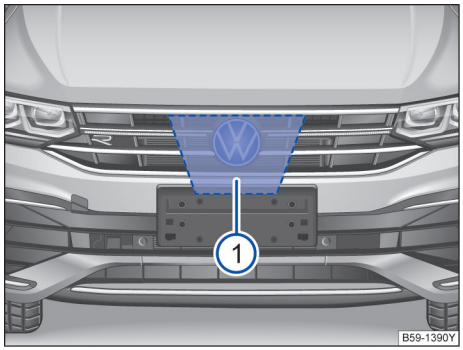

图 145 VW 标志后方的散热器格栅内：雷达传感器 ①
为探测交通情况，VW 标志后方的散热器格栅内安装有一个雷达传感器→图 145 ①。因此可识别最远约 100 m 的前车。
雷达传感器前方和四周的区域→图 145 不得被贴签、附加大灯、牌照装饰框或其他类似物体遮盖，因为这样做可能会影响车前测距监控系统的功能。